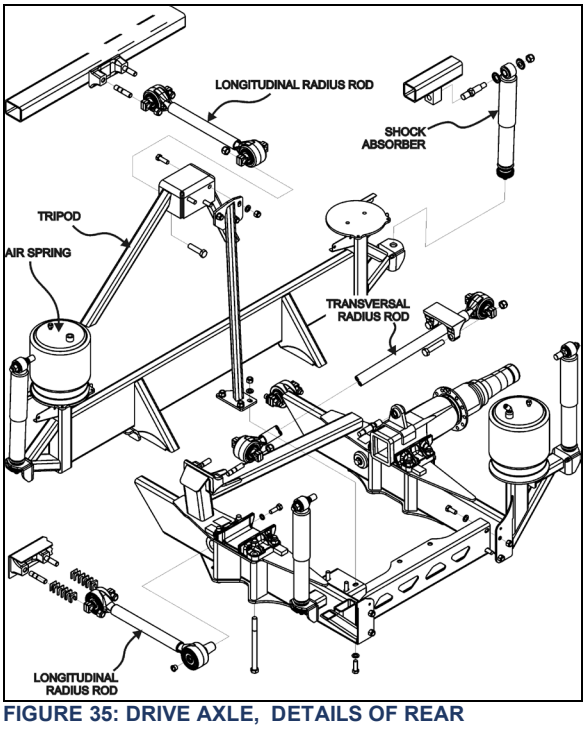

FIGURE 35: DRIVE AXLE, DETAILS OF REAR SUSPENSION 16106
1. Remove nuts and washers from shock absorbers on upper mounting pin and lower mounting bracket, taking care to identify the inner and outer washers to ease reinstallation. Refer to Figure 35 for details.